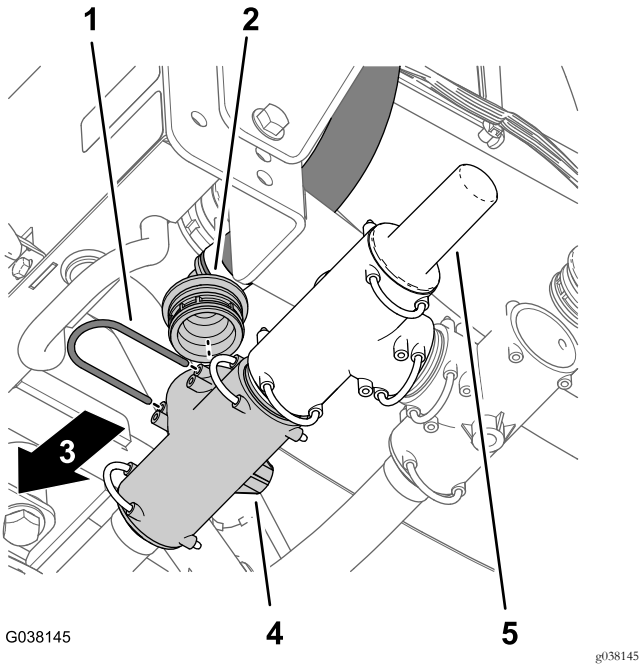

Figura 24
3. Retire o retentor que prende a união estriada de 90° do tubo de fornecimento do pulverizador à união em T que se encontra à frente da válvula de descarga da pressão (Figura 24).
4. Retire a união estriada de 90° da união em T (Figura 24).